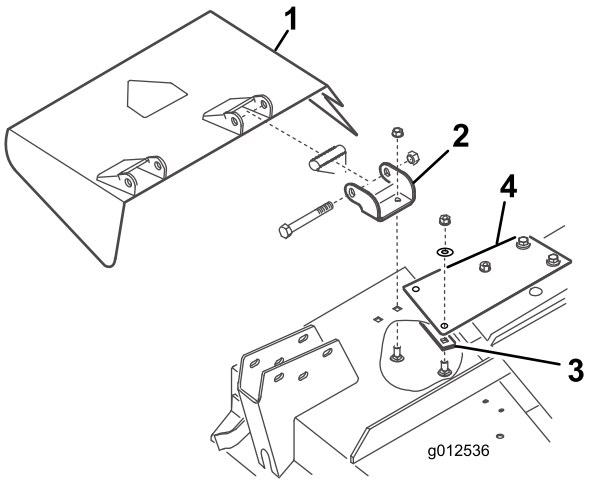

Bild 7
1. Entfernen Sie die Schrauben, Sicherungsmuttern und Federn, mit denen das Ablenkblech an den Schwenkhalterungen befestigt ist (Bild 7). Nehmen Sie das Ablenkblech ab.
2. Entfernen Sie die Schlossschrauben und Bundmuttern, mit denen die Schwenkhalterungen am Gehäuse befestigt sind (Bild 7). Nehmen Sie die Schwenkhalterungen ab. Bewahren Sie die Befestigungen für eine spätere Verwendung auf.
3. Entfernen Sie die zwei Schlossschrauben, Flachscheiben und Sicherungsmuttern, mit denen die Verstärkungsplatte an der Unterseite des Gehäuses und die Versteifungsplatte oben am Gehäuse befestigt sind (Bild 7).